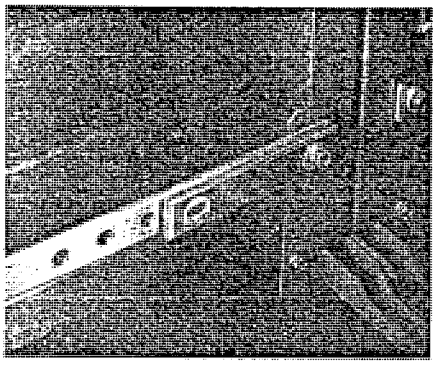

Figure 16: Ground bar bolt removed
1. Remove the ground bar bolt from section *R* and loosen the bolt in section *L* (figure 16).